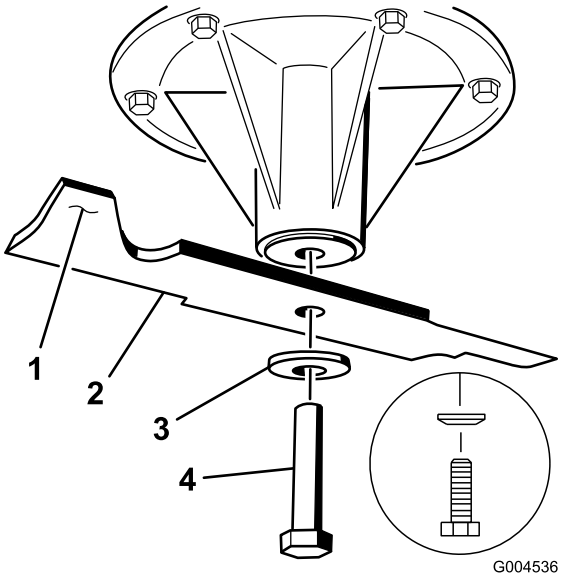

Figuur 91
2. Verwijder de mesbout, de klemring en het mes van de spilas (Figuur 91).